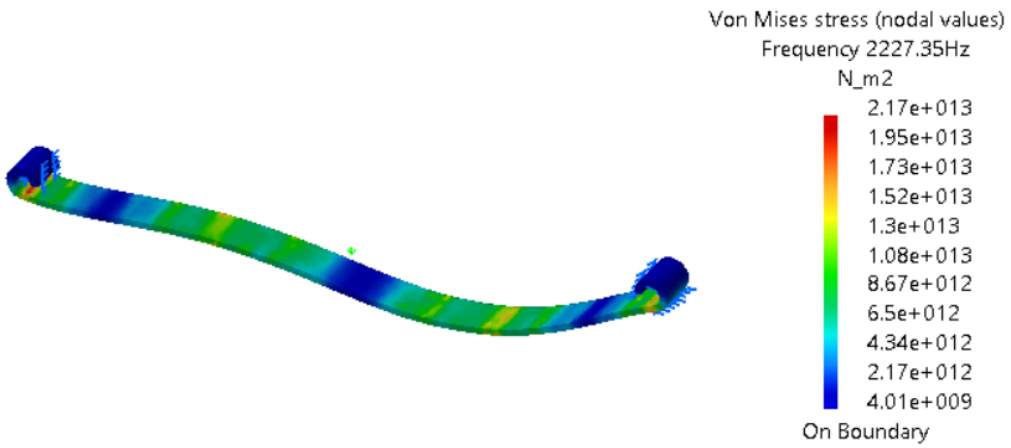

Figure 19-140 *The Von Mises Stress generated in the Leaf Spring*
1. Choose the **Von Mises Stress** tool from the **Image** toolbar; the deformation generated in the leaf spring is displayed in the graphics area, refer to Figure 19-140.